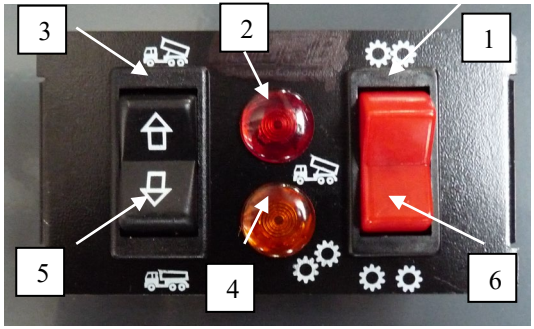

Fig. 24
7.3 Drive controls (SYSTEMS WITH GEARBOX POWER TAKEOFF) (fig. 24)